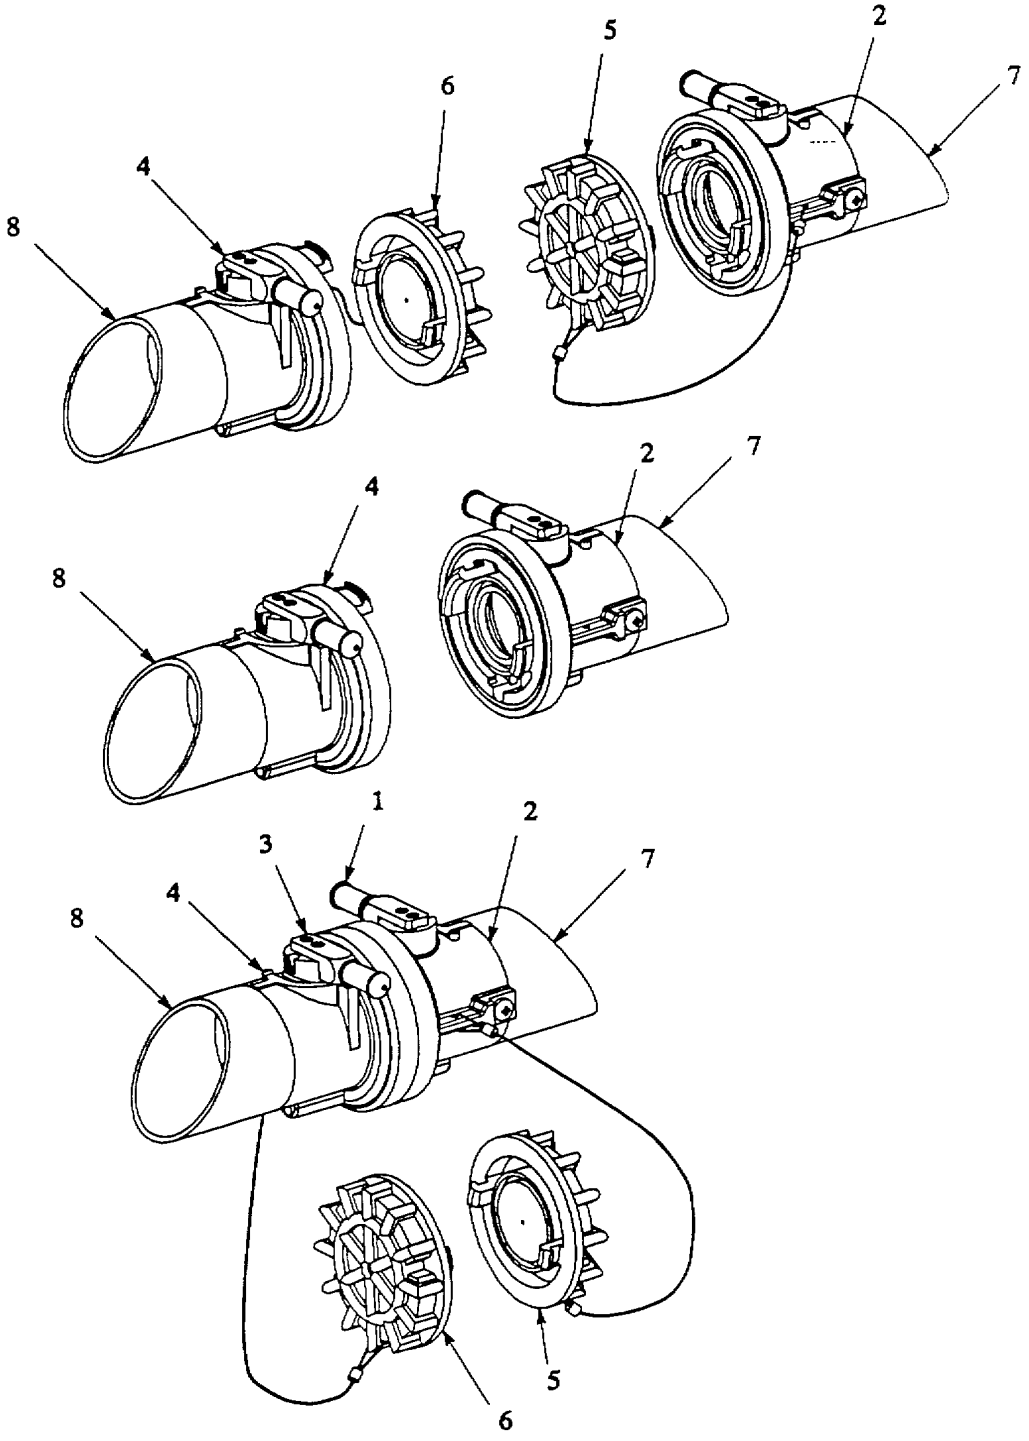

Figure 3-2. Component Installation.
b. Installation. Refer to figure 3-2.
(1) Position replacement component (7) in fuel system (8).
(2) Disconnect dust cap (6) from valved coupling (4).
(3) Disconnect dust cap (5) from valved coupling (2).
(4) Connect dust cap (5) to dust cap (6).
(5) Connect valved coupling (3) to valved coupling (4).
(6) Set control handle (3) on valved coupling (4) to OPEN.
(7) Set control handle (1) on valved coupling (2) to OPEN.
(8) Repeat steps (2) through (7) for other end of replacement component (7).
(9) Startup fuel system (para 2-12f) and check for leaks at replaced component (8).